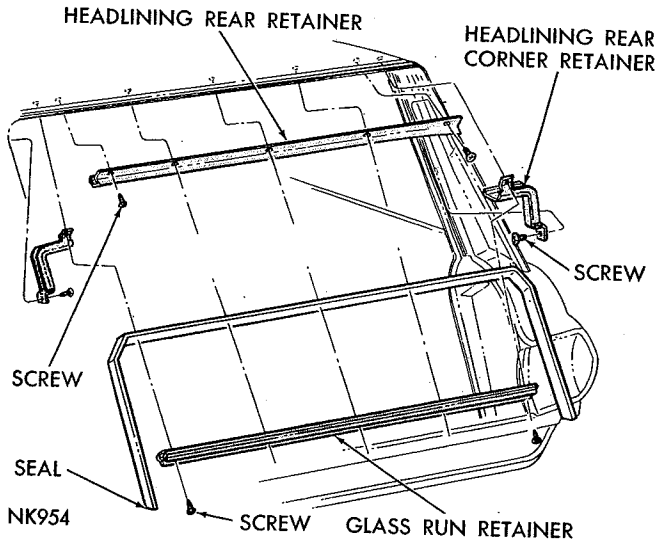

**Fig. 190—Upper Run Retainer and Seal**
(1) Remove five screws attaching the glass run retainer to roof rear header and remove retainer (Fig. 190).
(2) Remove seal assembly from roof rear header.
(3) Remove headlining rear corner retainer, if necessary.
(4) Remove roof headlining rear retainer from roof panel rear header outer reinforcement, if necessary.